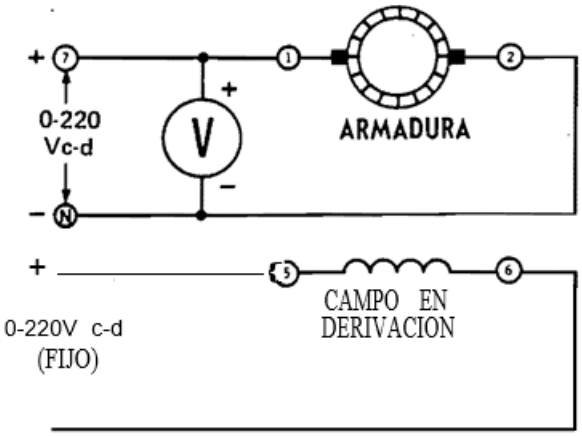

Figura 5
18. Conectar el circuito de la figura 5. Observar que la armadura está conectada a la salida variable de 0-220 Vc-a (terminales 7 y N), en tanto que el campo en derivación está conectado a la salida fija de 0-220Vc-d (terminales 8 y N).